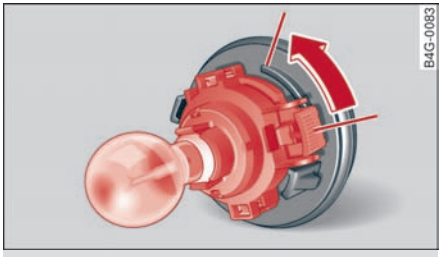

图 254 盖板/灯泡：锁止
- 将新灯泡连同灯座插到盖板上，然后将灯泡逆时针方向转至限位位置 ⇨ *图 254*、⇨ ⚠，*在更换灯泡中，见第 185 页*。